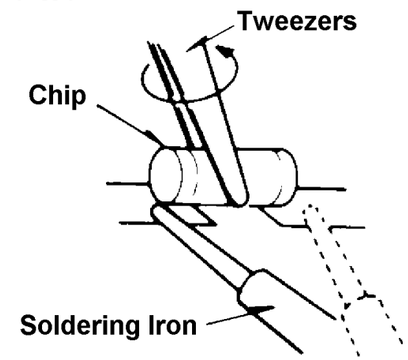

Figure 2-3, Removing Chip Components
2. Removing the chip component (Fig. 2-3):